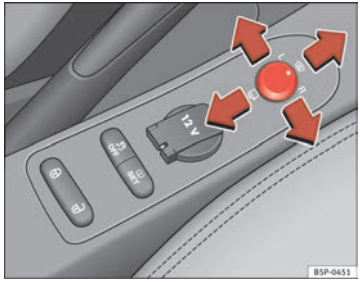

Fig. 90 Controls of exterior mirrors
1. Turn knob ⇒ fig. 90 to position **L** (**left exterior mirror**).
– Turn the knob forwards to the central position ⇒ fig. 90 (1) so that the heated rear view mirrors warm up and the heated windscreen* in the wiper blade rest area is activated ⇒ page 125.
– Turn the control ⇒ fig. 90 to position to fold in the exterior mirrors. You should always fold in the exterior mirrors if you are driving through an automatic car wash. This will help prevent damage.